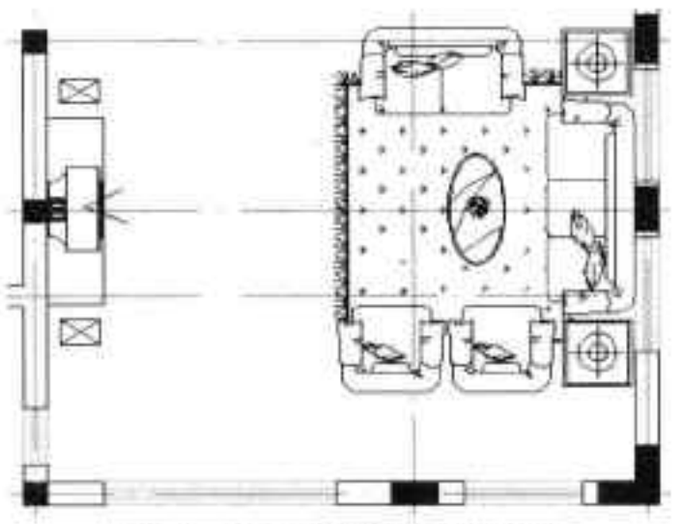

图18-75 添加电视机图块
Step06 双击该图块，在“图块编辑”对话框中，将“转角”设为“270”，然后将电视机图块放置在图形合适位置，如图 18-75 所示。